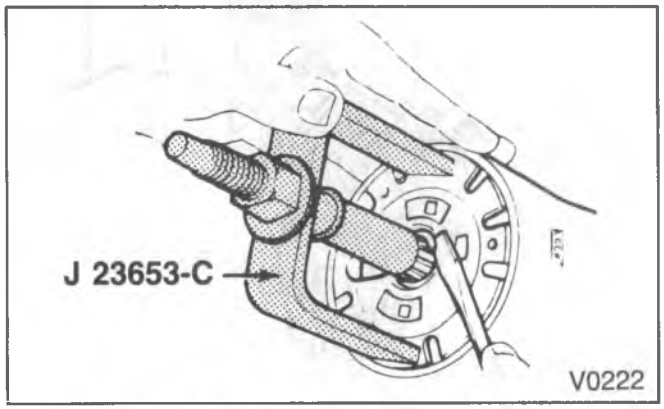

Figure 12 – Removing Retaining Ring
Remove or Disconnect (Figures 12 through 15)
- Screw the center post of J-23653-C onto the steering shaft as far as it will go. Compress the lock plate by turning the center post nut clockwise. Pry the retaining ring out of the shaft (figure 12). Remove J-23653-C.
- Screw the center post of J-23653-C onto the steering shaft as far as it will go. Place a NEW retaining ring over the center post. Place the "C" bar over the center post and then compress the lock plate by turning the nut clockwise. Slide the new retaining ring down the tapered center post and into the shaft groove (figure 12). Remove J-23653-C.